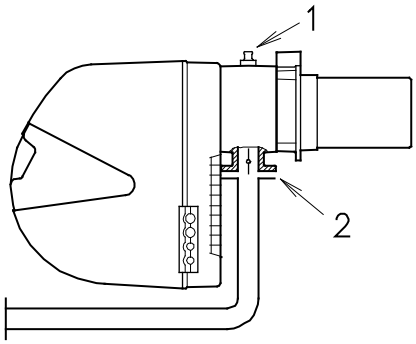

рис. 21
Давление газа, измеренное в контрольной точке 1) (рис. 21), с:
Перепад давления на газовом дроссельном клапане 2) (рис. 21) при максимальном открытии: 90°.
- вычтите давление в камере сгорания из давления газа, измеренного в контрольной точке 1) (рис. 21).
Давление газа в точке 1) (рис. 21) = 6.4 мбар
Чтобы рассчитать требуемое давление газа в контрольной точке 1) (рис. 21), установите максимальную мощность регулирования, необходимую для работы горелки:
- считайте справа (колонка 1) давление в точке испытания 1) (рис. 21).
давление в точке 1)(рис. 21).